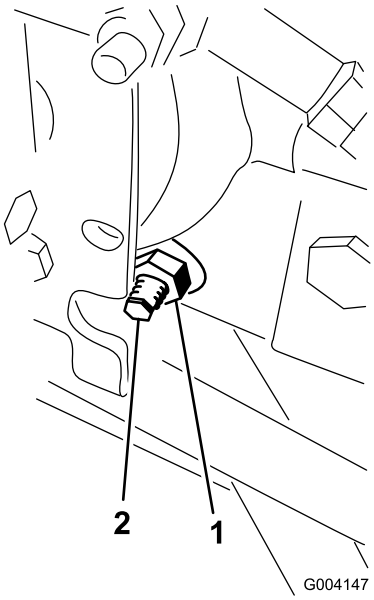

**Figura 60**
3. En el lado derecho del hidrostato, afloje la contratuerca de la leva de ajuste de tracción (Figura 60).